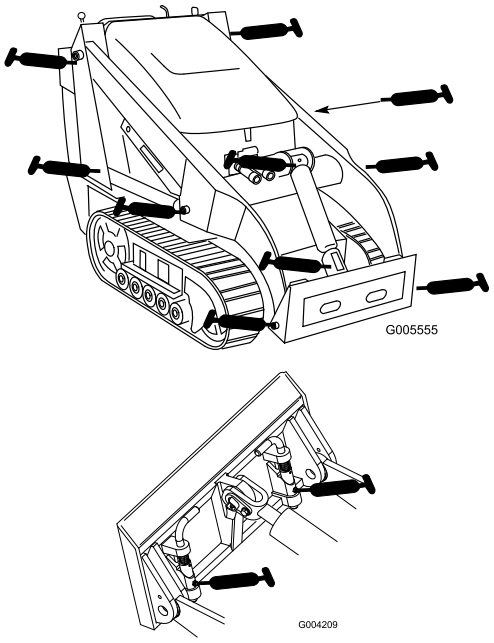

Figuur 28
3. Sluit een smeerpistool aan op elke smeernippel (Figuur 28.